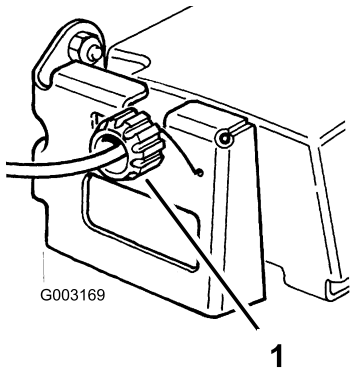

Figur 30
2. Vrid reglageratten medsols ett halvt varv om gräsklipparens drivning inte fungerar korrekt. Vrid reglageratten ett halvt varv motsols för att lossa remmen om gräsklipparen kryper framåt (Figur 30).